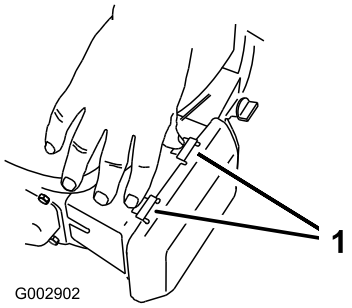

**Figur 38**
1. Tryk nedad på låsetapperne oven på luftfilterdækslet (Figur 38).